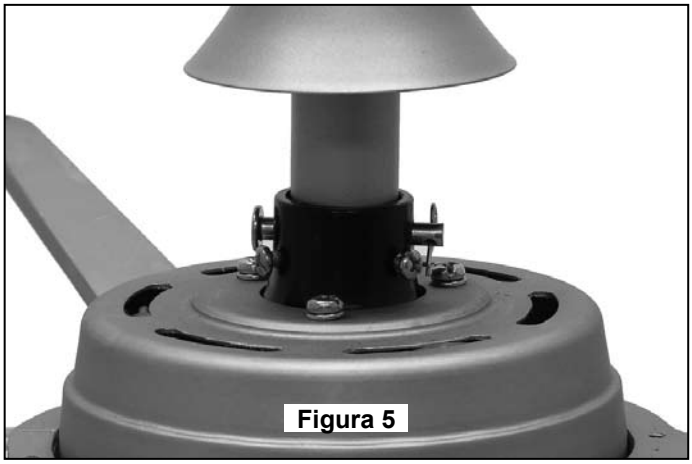

Figura 5
6. Afloje los tres tornillos de fijación del soporte del barral. Alinee los orificios del pasador en el barral con los orificios del soporte del mismo. Coloque el pasador y asegúrelo con el pasador de horquilla. (Figura 5) Asegúrese de empujar la pata recta del pasador de horquilla a través del orificio cerca de la punta del pasador hasta que la parte curva del pasador de horquilla se cierre con un clic alrededor del pasador. El pasador de horquilla debe estar instalado correctamente para evitar que el pasador se afloje. Tire del barral para asegurarse de que el pasador está instalado correctamente.
9. Mientras empuja la semiesfera hacia arriba, ajuste bien los tres tornillos de fijación del soporte de barral. (Figura 5)